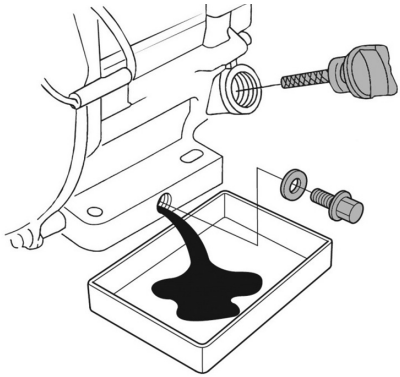

Рис. 20 Замена масла в двигателе
4. Очистите от загрязнений зону вокруг маслозаливной горловины. Извлеките крышку-щуп из маслозаливной горловины (Рис. 20) и протрите щуп чистой ветошью.
5. Открутите пробку для слива масла и слейте отработанное масло в подготовленную для этого емкость (Рис. 20).